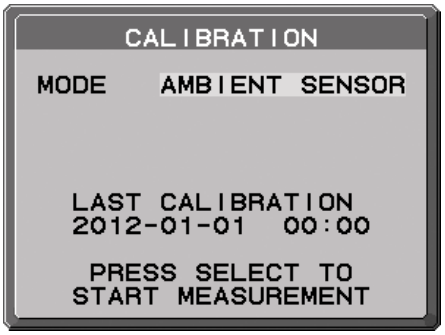

Abbildung AS.1
2. Schalten Sie den Monitor ein. Wählen Sie nach 30 Minuten im Kalibrierungsmodus AMBIENT SENSOR (UMGEBUNGSLICHTSENSOR) aus (**Abbildung AS.1**).